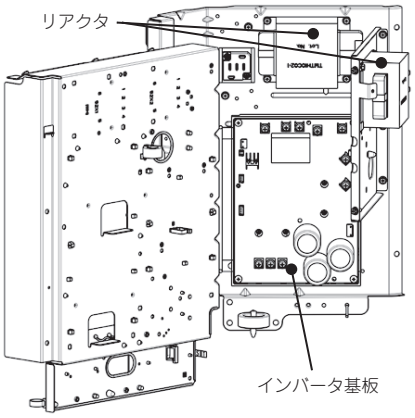

図3．制御面を開き，インバータ基板が見える状態
3) 図3に示すようにハーネスを制御基板上のコネクタから外し，指定のねじ（４箇所）を外してください。